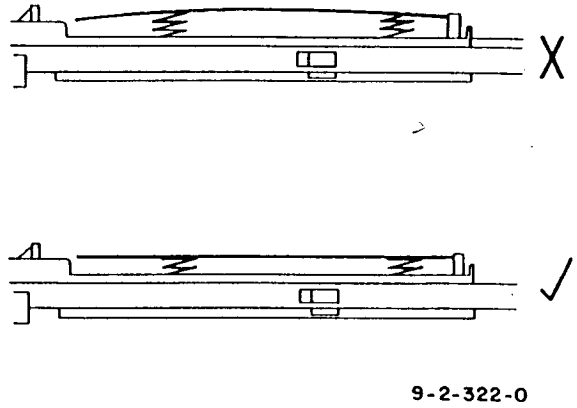

Рис.2 Проверка нижней пластины
2. (Рис.2) Проверить нижнюю пластину и, если необходимо, выпрямить пластину.